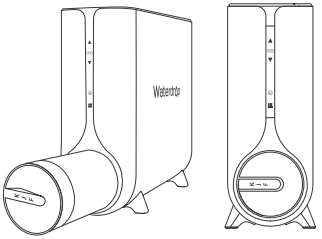
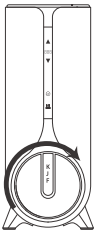

Figure 24
Figure 25
(3) Install the new filter. Insert the new one into the filter barrel, with the filter handle perpendicular to the display bar **(Figure 24)** . Then rotate it 90° clockwise until the filter handle is in line with the display bar **(Figure 25)**.